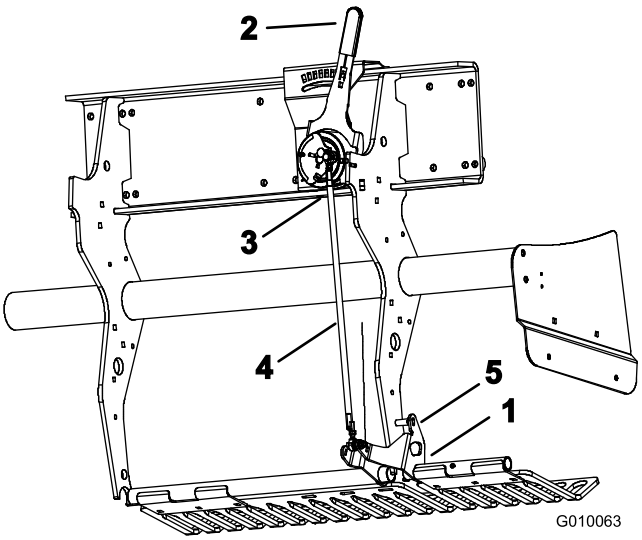

Figure 58
1. Tournez le support de fixation du protège-gazon gauche (Figure 58) jusqu'à ce que la goupille de sécurité (mèche ou vis de 5/16) puisse être introduite entre le support et le tube de réglage de profondeur soudé au châssis.
2. Placez le levier de réglage de profondeur d'aération (Figure 58) à la position “H” (profondeur maximale).
3. Débranchez le commutateur sphérique (Figure 58) du faisceau de câblage (commutateur d'abaissement de tête).
4. Desserrez les écrous de blocage (gauche et droit) sur la biellette de réglage de profondeur (Figure 58).